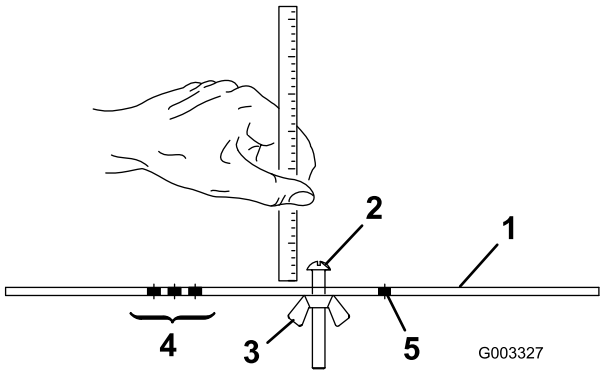

Figuur 16
2. Draai de moer op de hoogtelat los (Figuur 16) en draai de stelschroef naar de gewenste maaihoogte.